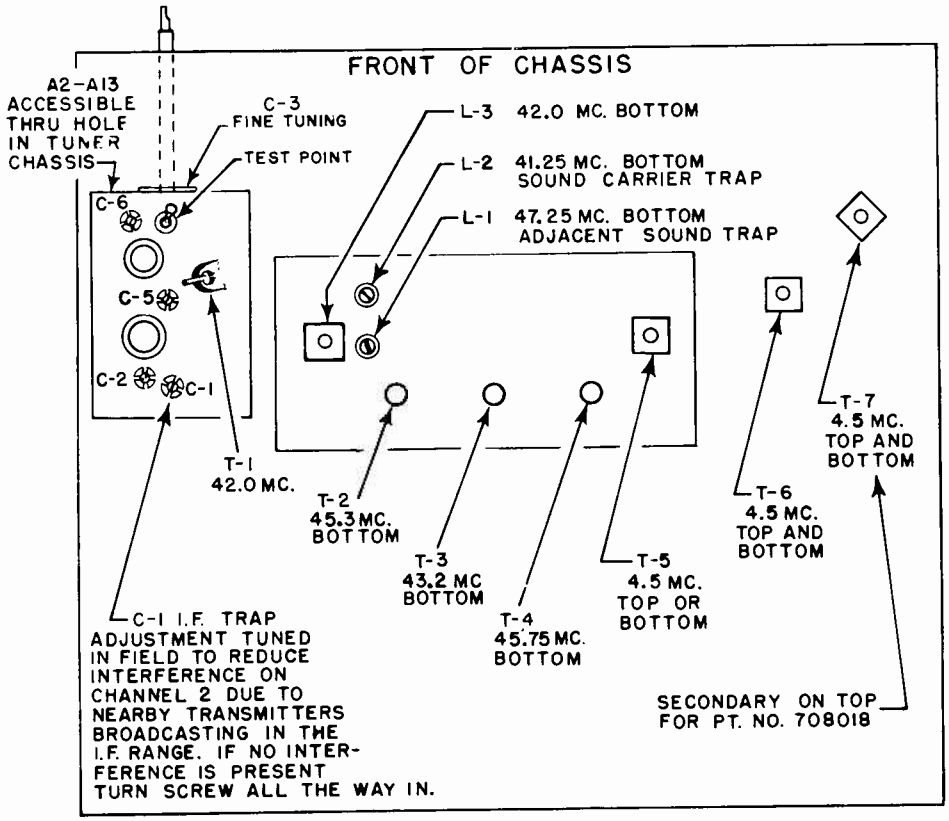

Figure 8 - LOCATION OF ALIGNMENT POINTS (TOP VIEW)
b. Alignment Points - The location of all I.F. transformers, Tuned Circuits, and trimmers shown in Figure 8.